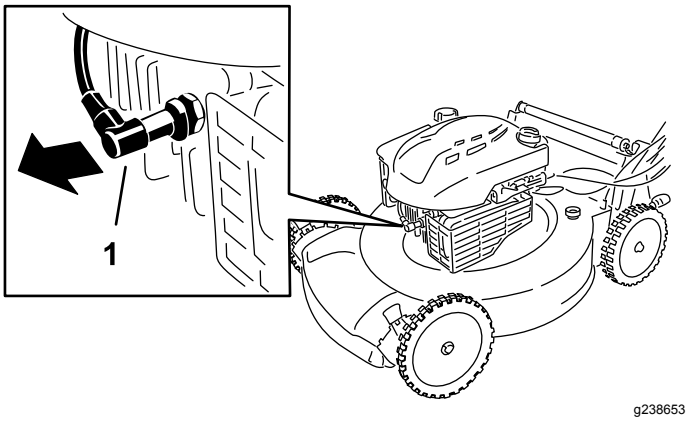

Figuur 21
2. Maak de bougiekabel los van de bougie (Figuur 21).
2. Verwijder de bougiekabel van de bougie (Figuur 21).